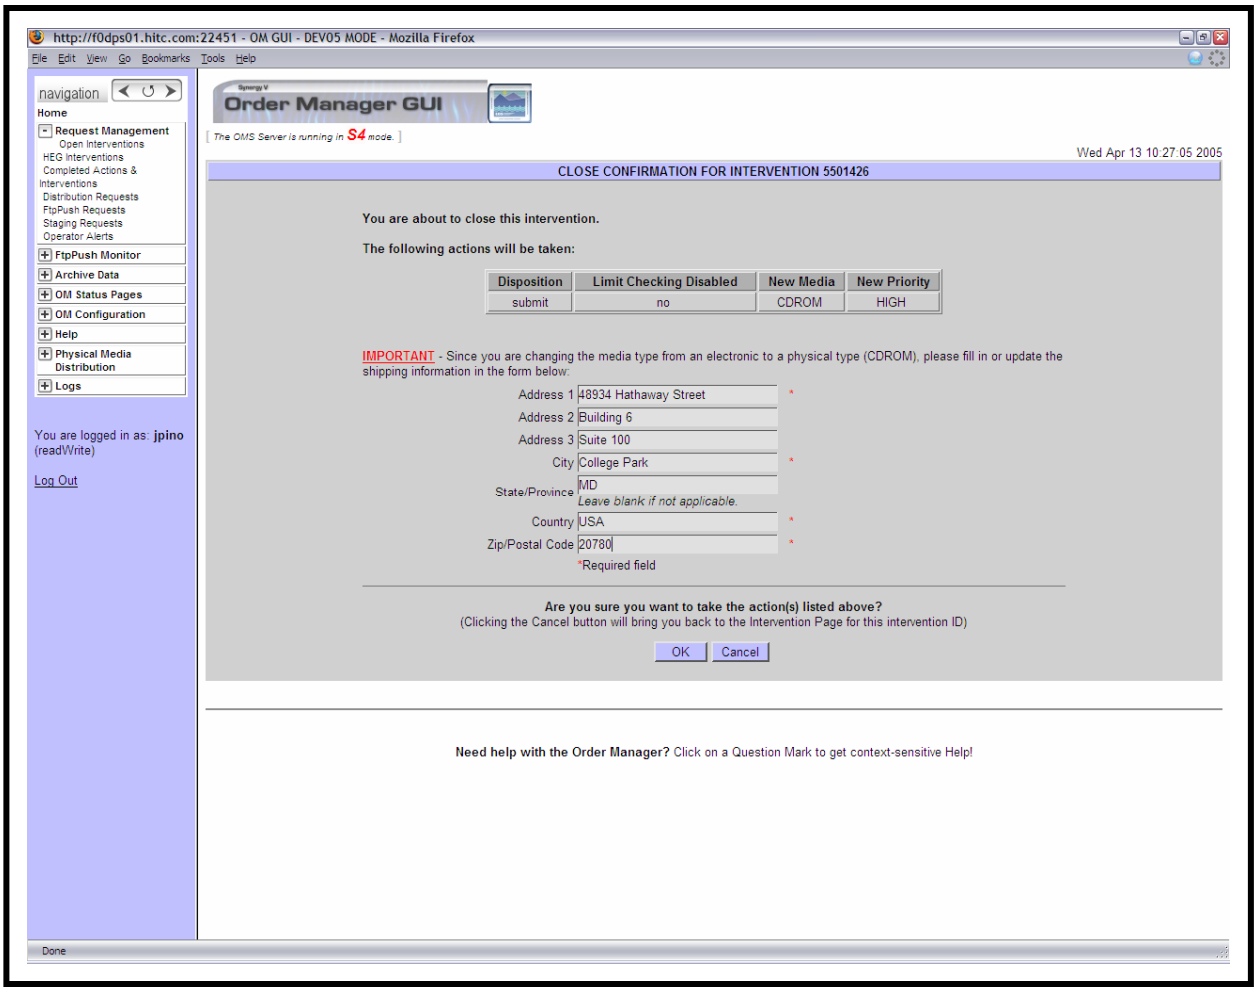

Figure 24. Close Confirmation (CLOSE CONFIRMATION FOR INTERVENTION X) Page (PMD)
- If the intervention involved changing the medium from an electronic medium to a physical medium, text boxes for entering the following types of shipping information are displayed on the **Close Confirmation** page (as shown in Figure 24):